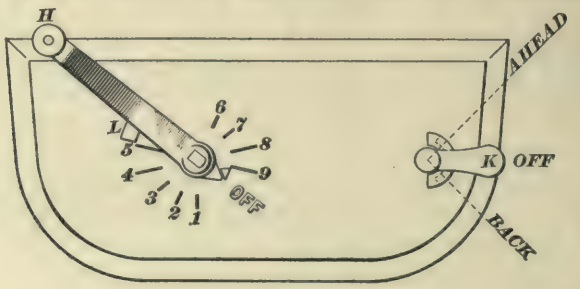

FIG. 9.
**20.** Fig. 9 shows the layout of the K2 controller top.